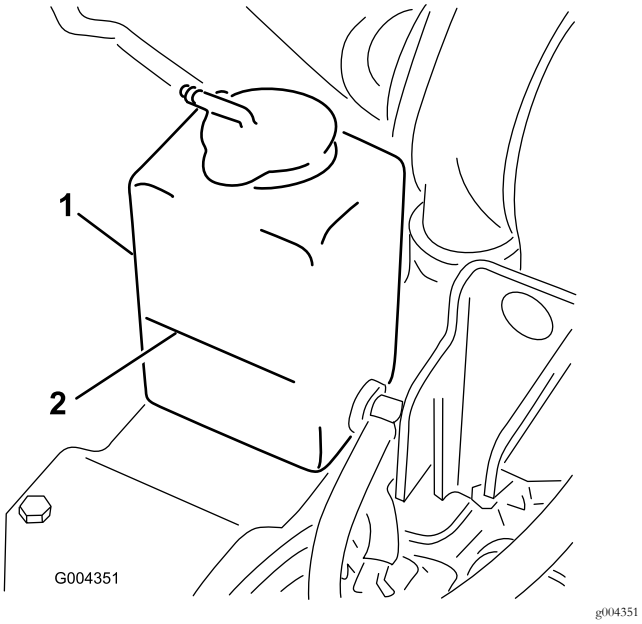

Figur 20
1. Kontrollera kylvätskenivån i expansionstanken (Figur 20).